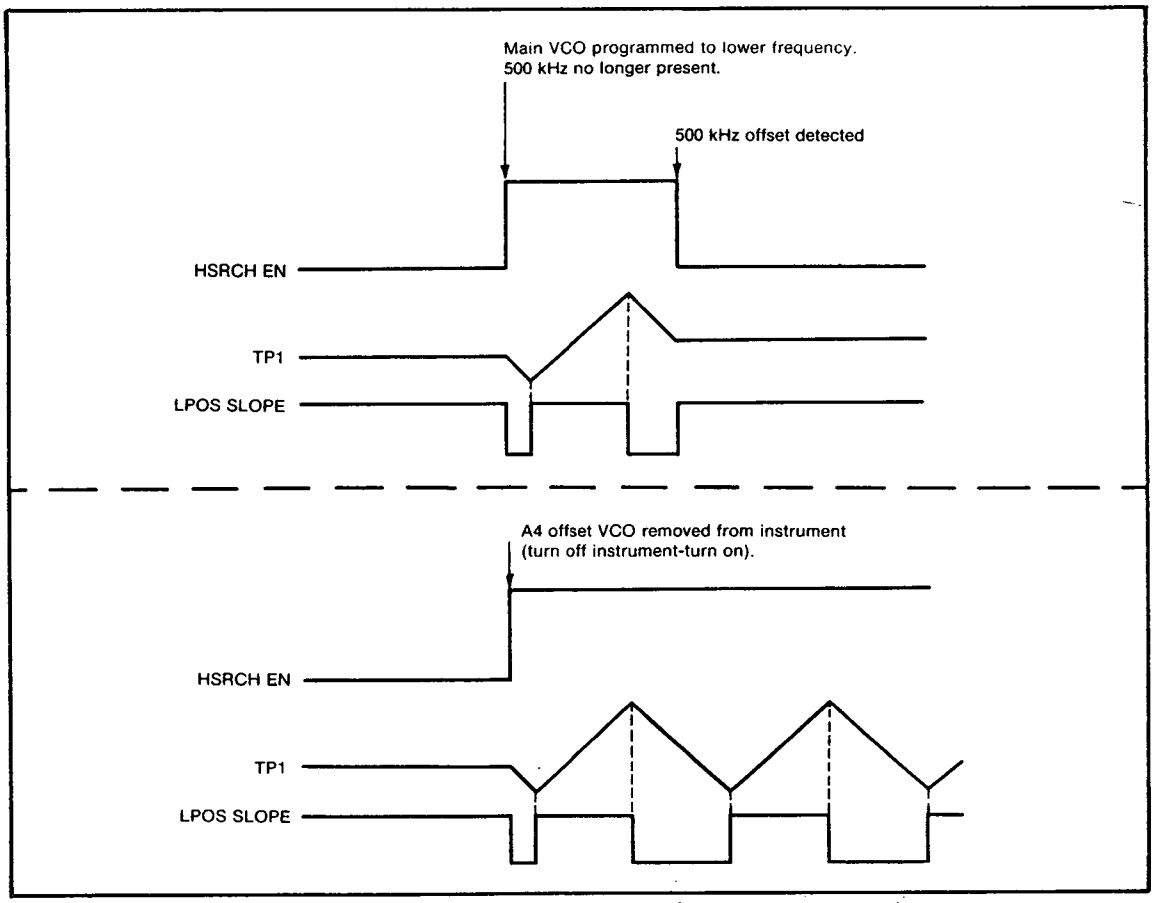

Figure 8-11. Timing Diagram of A6 Search Generator Operation
8-165. When the sweep ramp present at U1D(12) crosses above the upper threshold of 1.6 volts, the output of U1D(11) goes low, U1B(6) goes high and U1A(3) goes low. This causes Q4 to conduct which forward-biases CR4. Since U1B(6) is high, CR3 is reversed-biased. Current is now supplied through CR4 to the intergrating capacitor C10. This causes the output of U2(6) to decrease linearly. Since U1A(3) is low, LPOS Slope is TTL low and the loop is allowed to lock once a 500 kHz difference frequency is detected on A7. When lock is achieved, HSRCH EN goes TTL low which causes U1B(6) and U1A(3) to both go TTL high, thereby reverse-biasing both CR4 and CR3. The voltage at the output of U2(6) is therefore maintained at that level which achieved lock. The timing diagram for this operation is shown in *Figure 8-11*.